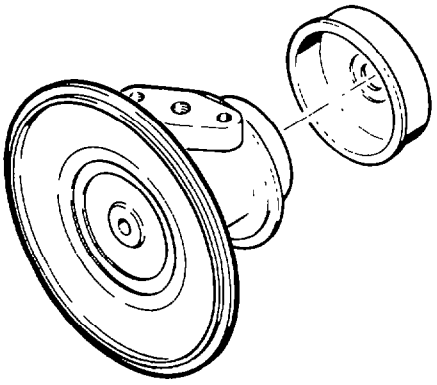

Fig. 154 — Installing Wheel Shroud
i. Fit the backplate (item 7) to the centre housing; fit the lockplates (item 5) then install the backplate retaining bolts (item 3). Torque the bolts to between 9.0 Nm and 11.3 Nm (80 lb.in. to 90 lb.in.). Lock the bolts into position by bending the tabs on the lockplates.
j. Fit the wheel shroud (item 19) to the centre housing; fill the piston ring groove in the turbine wheel shaft with high vacuum silicone grease (see fig. 154).